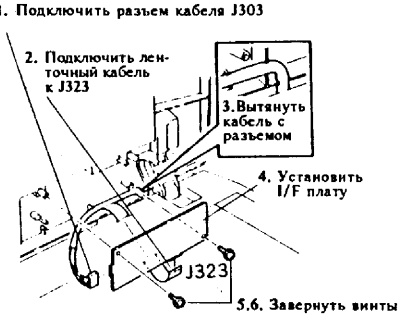

Рис.3. Установка I/F платы карты с интегральными схемами.
(4) Установить I/F плату карты с интегральными схемами на крышку стекла оригинала (рис.3).